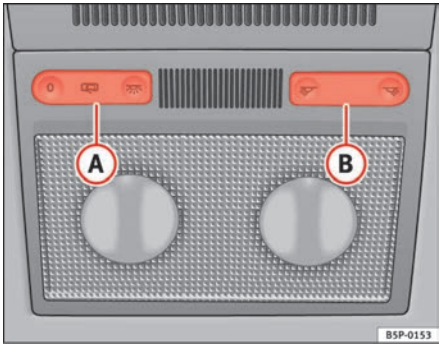

Fig. 79 Interior roof trim: front interior lights
The switch ⇒ fig. 79 (A) is used to select the following positions:
Push the switch to the position O ⇒ fig. 79.